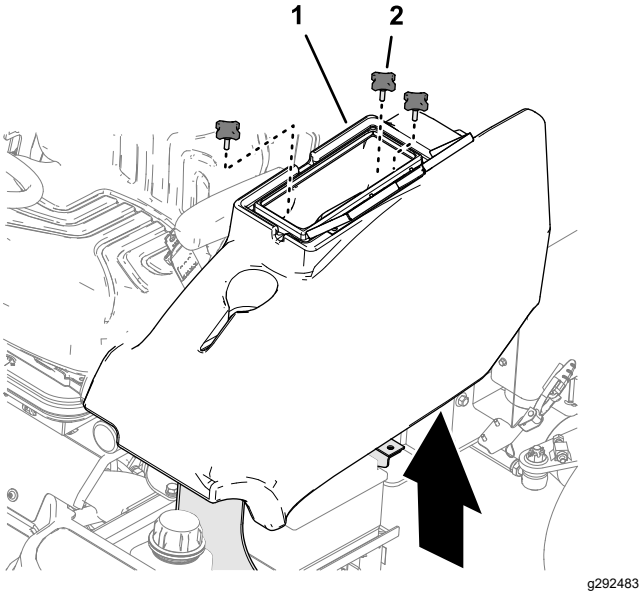

**Figur 53**
1. Åbn dækslet til opbevaringsrummet (Figur 53) i venstre side af operatørens platform.
2. Fjern de 3 greb, der fastgør opbevaringsrummet til maskinen, og fjern rummet (Figur 53).